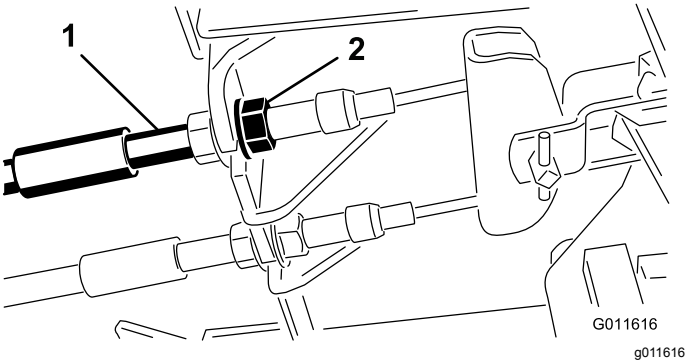

Figur 98
1. Dra åt bromsarna genom att lossa den främre muttern på bromskabelns gängade ände för att minska bromspedalernas spel (Figur 98).